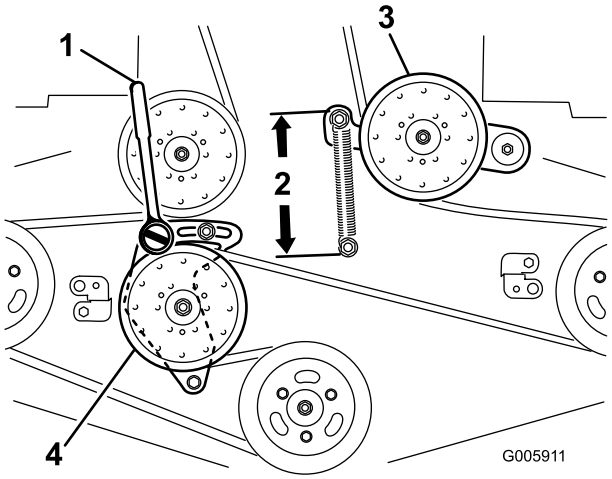

Figur 59
4. Løsn den faste styrearm, og juster den for at mindske remspændingen (Figur 59).
7. Isæt en skralde med en kort udvidelse eller en afbryderbøjle i det firkantede hul i den faste styrearm (Figur 59).
9. For at øge remspændingen skal du dreje skralden eller stangen mod uret for at flytte den faste styrearm, indtil der er en afstand på 16,5 cm mellem fjederkrogene (Figur 59).